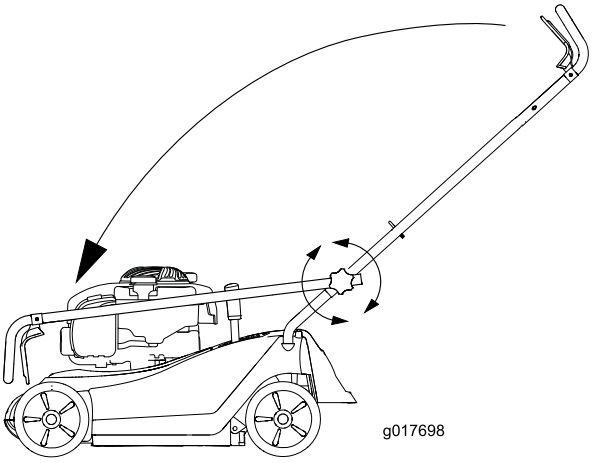

Рисунок 25
3. Сложите рукоятку, как показано на рисунке Рисунок 25.